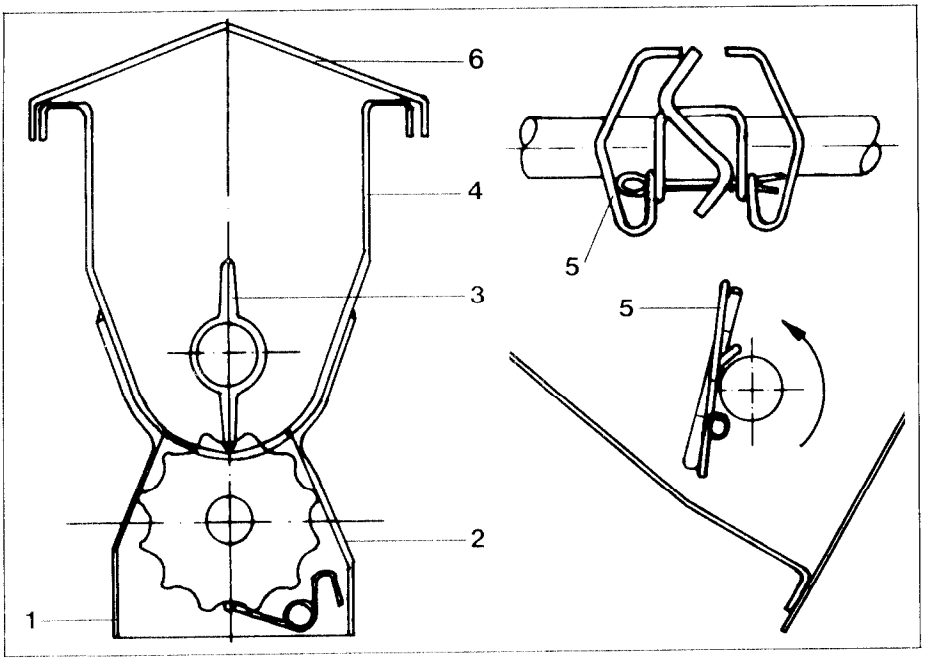
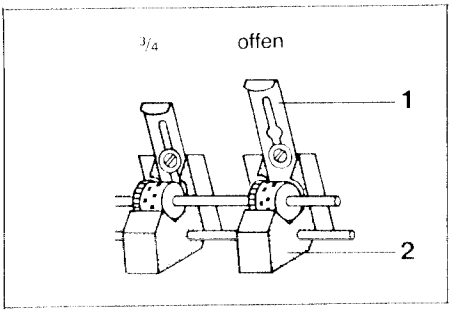

Fig. 38
Fig. 39
a) Verschlußplättchen (Fig. 38/1) unter den Dosiergehäusen (Fig. 38/2) abnehmen. Falls einzelne Säräder nicht benutzt werden, müssen die Verschlußplättchen an den Dosiergehäusen *über den nicht benutzten Säradern verbleiben.*
i) Absperrschieber (Fig. 39/1) an Sägehäusen (Fig. 39/2) auf Stellung „3/4" bringen, auch wenn in der Sätabelle Stellung „offen" angegeben ist. Durch die intensive Rührwirkung der Rührbügel (Fig. 38/5) kann sonst Getreide über den Särädern unkontrolliert austreten.
Eine Entleerung des Beizgerätes kann vorgenommen werden, indem das Beizgerät in der Lagerung außen am Saatkasten nach dem Lösen der Ringschraube nach unten gedreht wird. Die Beizmittelreste fallen dann in den Deckel (Fig. 38/6) und können leicht nach dem Abnehmen des Deckels entfernt werden.
Die größte Sicherheit bietet eine Abdrehprobe für das Beizmittel. Hierzu muß, nachdem wie unter Punkten a) bis e) auf Seiten 31, 33 beschrieben ist, verfahren wurde, der Saatkasten geleert werden. Durch einige Umdrehungen an der Abdrehkurbel ist zu prüfen, ob aus allen Dosiergehäusen Beizmittel fällt. Dann werden die Dosiergehäuse unten durch die Verschlußplättchen (Fig. 38/1) verschlossen.
An der Abdrehkurbel wird nun mit der gleichen Anzahl von Kurbelumdrehungen wie für die Abdrehprobe für Getreide gedreht. Hierbei fällt das Beizmittel auf die Verschlußplättchen (Fig. 38/1) unter den Dosiergehäusen (Fig. 38/2).
Die Verschlußplättchen (Fig. 38/1) werden nun vorsichtig abgezogen. Hierbei ist darauf zu achten, daß kein Beizmittel verschüttet wird. Das Beizmittel wird von den Verschlußplättchen auf ein Blatt Papier o. ä. geschüttet und mit einer Briefwaage gewogen.